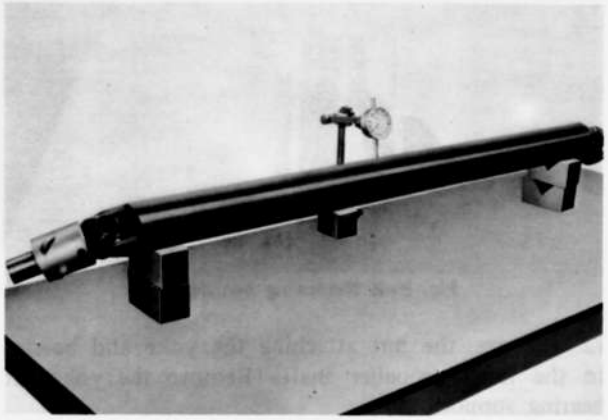

Fig. 8–9 Checking propeller shaft run-out
2. Check the shaft for dynamic unbalance. If it is not within specifications (See Fig. 8–8), correct or replace the propeller shaft. Excessive unbalance of the shaft causes vibration and noise.